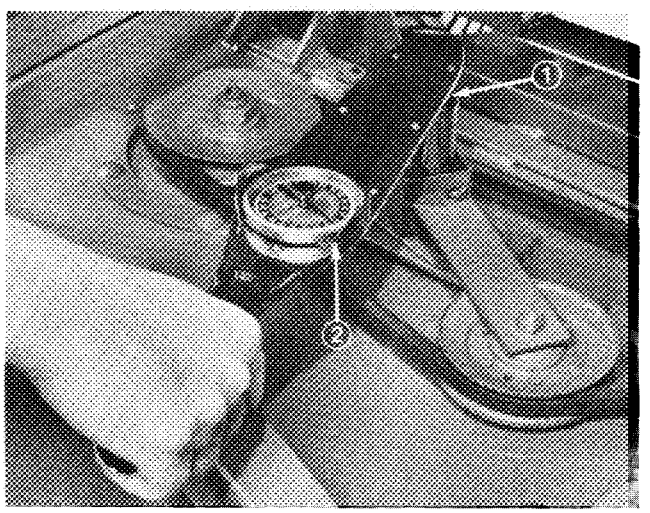

Figure 30
3. Loosen two nuts securing idler plate in place (Fig. 30). Using a socket and torque wrench, tighten the idler adjusting nut (Fig. 30) until proper torque value is achieved.
4. Hold the torque against the belt and tighten the two nuts so idler plate is held securely in place (Fig. 30). Release the idler adjusting nut. Install cover and secure latches.